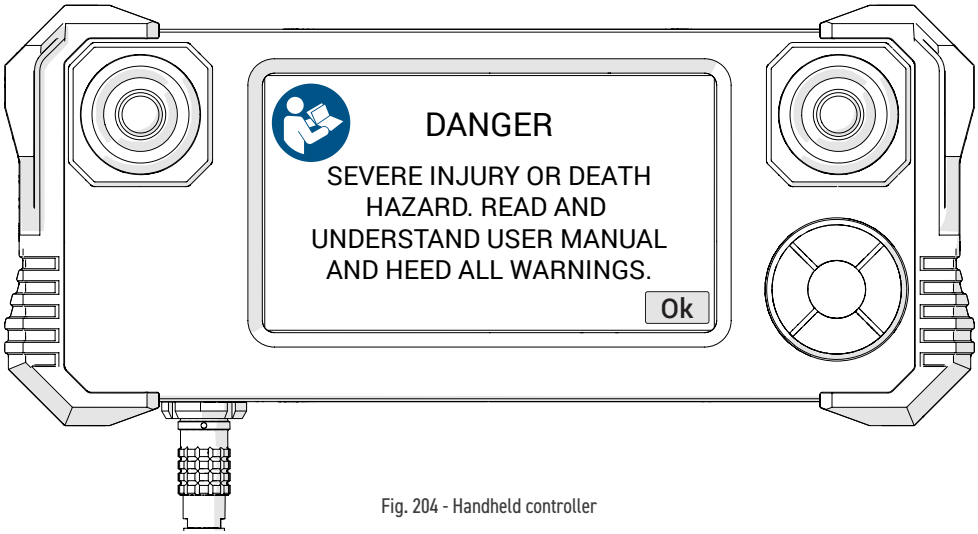

Fig. 204 - Handheld controller
5. A warning message will display on the handheld controller when power has been activated *(Fig. 204)*. Once the dangers of using the SKOOT HT are recognized and understood by reading this user manual, touch **Ok** to acknowledge the warning.